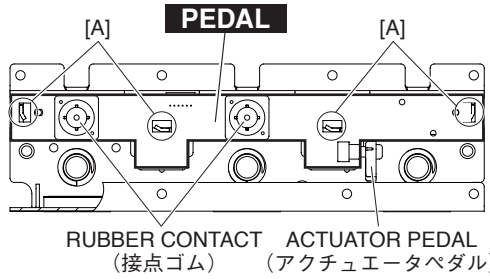

Fig. 13（図13）
19-6 Remove the two (2) rubber contacts (SOFT, SOSTENUTO) attached to the PEDAL circuit board. (Fig. 13)
19-7 Straighten the four (4) bent frame portions marked [A]. The PEDAL circuit board can then be removed. (Fig. 13)
19-8 Pull out the actuator pedal from the PEDAL circuit board. (Fig. 13)
19-6 PEDAL シートに取り付けられている接点ゴム（ソフト、ソステヌート）2 個を外します。(図 13)
19-7 [A] のフレーム折り曲げ部（4 箇所）をペンチ等で真直ぐに戻して、PEDAL シートを外します。(図 13)
19-8 PEDAL シートより、アクチュエータペダルを引き抜きます。(図 13)